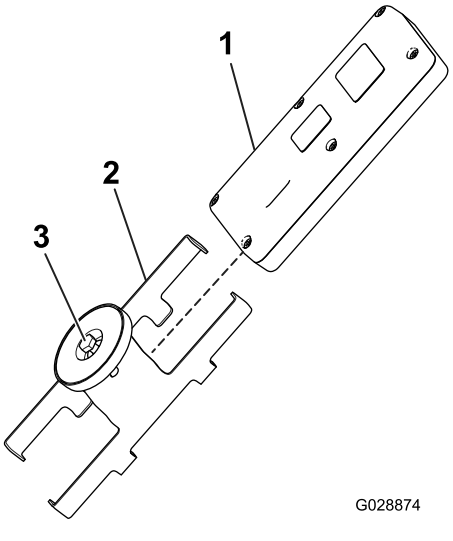

Figur 45
1. Løsne bolten i magneten på den magnetiske fjernkontrollbraketten (Figur 45).
2. Skyv brakettsidene fra hverandre og ta ut fjernkontrollen (Figur 45).
8. Monter den håndholdte fjernkontrollen i den magnetiske fjernkontrollbraketten, skyv halvdelene sammen for å sikre fjernkontrollen, og stram bolten i magneten (Figur 45).